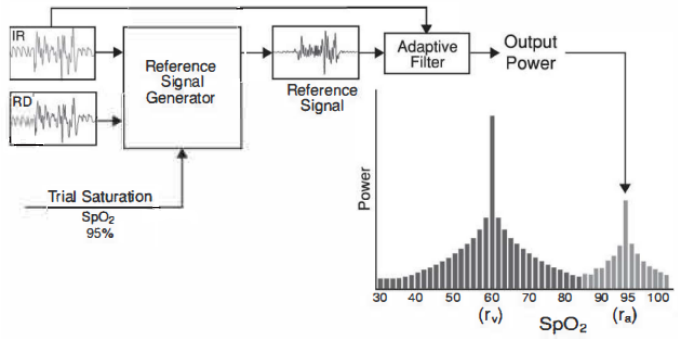

**Figure C-1 Example of Pulse Oximeter Signaling**
Figure C-1 illustrates pulse oximeter signaling.
**Note:** Figure C-1 is intended for conceptual purposes only.